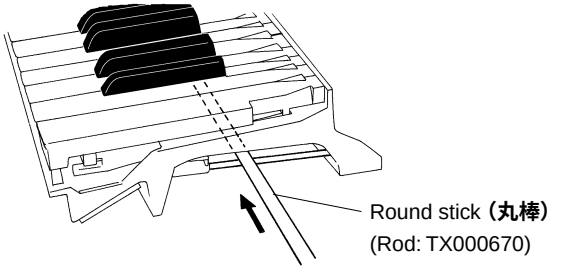

Fig. 6 **（図6）**
* ***After inserting a round stick (Rod: TX000670) between the frame and the keys, remove the circuit boards. (Fig. 6)***
※ シートをはずす前に、接点ゴムを歪ませないように、フレームとハンマーの間に丸棒(ロッド：TX000670)を挿入しておきます。(図6)